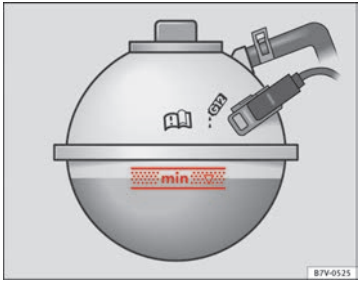

Fig. 115 In the engine compartment: Marking on coolant expansion tank
- When the engine is cold, check the coolant level using the side marking on the expansion tank ⇒ Fig. 115.
- The engine coolant level should be between the marks on the coolant expansion tank ⇒ Fig. 115. **Do not exceed the top level of the marked area** ⇒ ⓘ.
- Only top up coolant to the top level of the marked area ⇒ Fig. 115. Otherwise the excess coolant will be forced out of the cooling system when the engine is hot, causing damage.